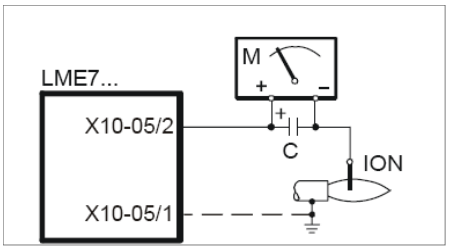
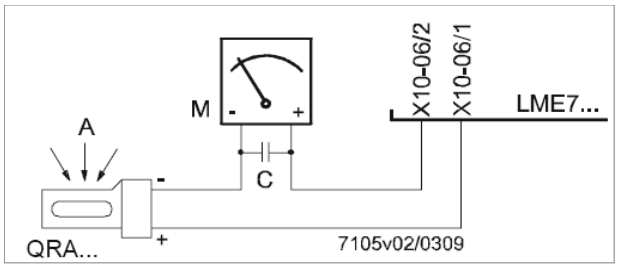

Рис. 11 - Контроль пламени с помощью электрода
Рис. 12 - Контроль пламени с помощью фотоэлемента QRA.
- Проверьте запальный и контрольный электроды, очистите, отрегулируйте и, при необходимости, замените (см. Рис. 10). В случае, если у вас есть сомнения, проверьте систему контроля после запуска горелки, следуя схемам на Рис. 11-Рис. 12).